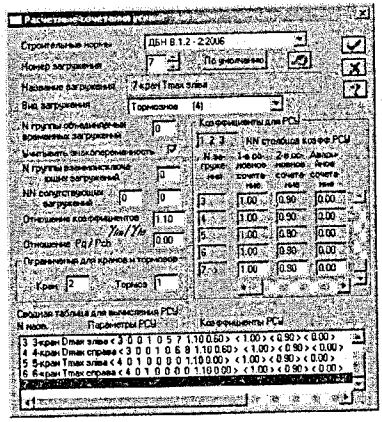

Рисунок 197
В діалоговому вікні **Расчетные сочетания усилий** в полі **Вид загружения** вибираємо **Тормозное (4)**, ставимо позначку ✓ напроти позиції **Учитывать знакопеременность**, а в полі **Отношение коэффициентов** γ_{fm}/γ_{fe} залишаємо 1.1 і натискаємо кнопку **Применить** (рис. 197).